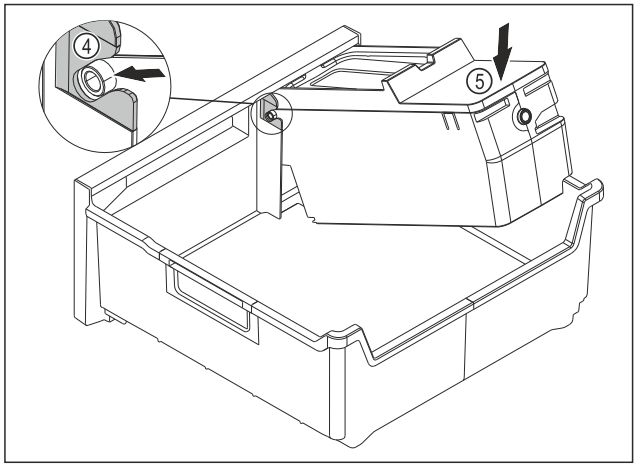

Fig. 149
▶ Installing the EasyTwist-Ice body: Push the axes for the EasyTwist-Ice body into the guides *Fig. 149 (4)*.
▶ Press the EasyTwist-Ice body *Fig. 149 (5)* down at the back.